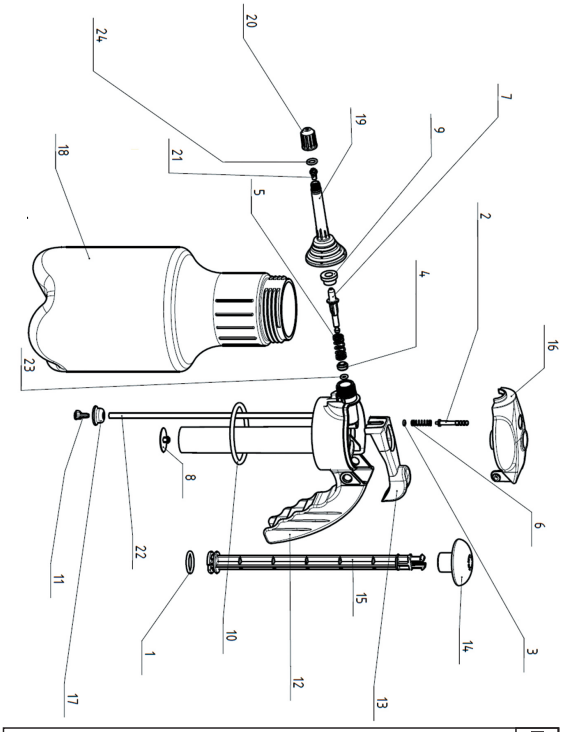

Рисунок 1
За ручку насоса (14, см. рис.1) накачайте необходимое для работы давление. Проверьте, достаточное ли давление достигнуто, путем нажатия клавиши (13): факел распыления раствора должен хорошо просматриваться. Излишнее давление создавать нет необходимости.